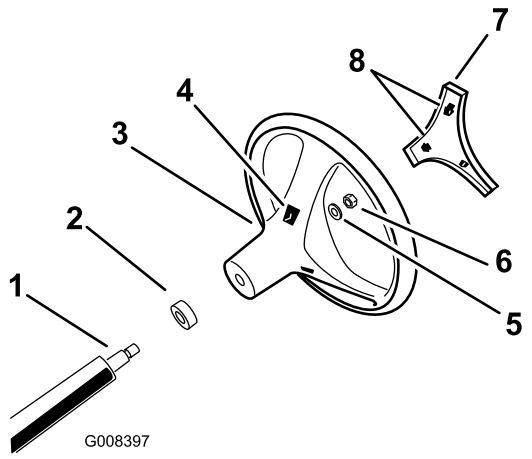

Figur 3
4. Fest rattet på rattstangen med mutteren (Figur 3). Stram mutteren til 24–30 Nm.